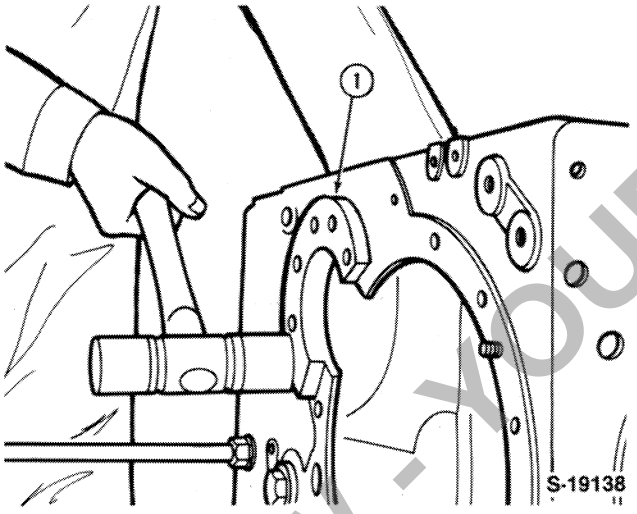

Figure 46
9. Position the differential assembly in the housing and install the right and left hand bearing carrier, Figure 46.